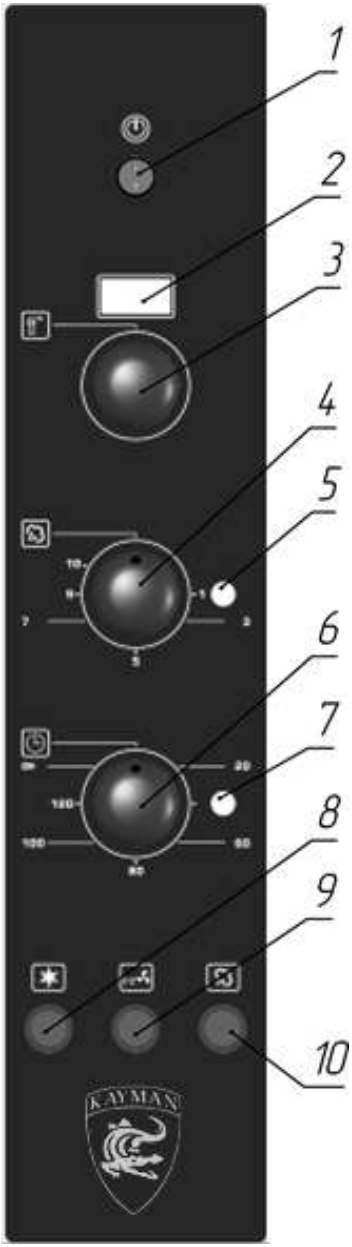

Рис. 2 Панель управления
3.13. Панель управления представлена на рис.2